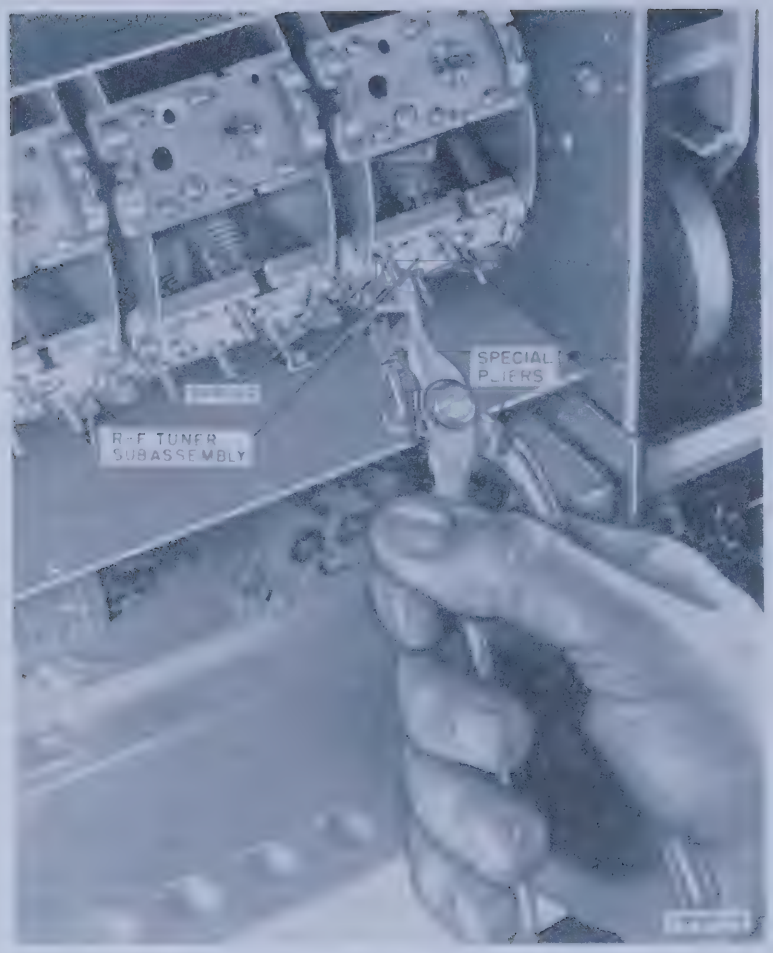

Figure 19. Method of using special pliers.
38. Special Tool Used with Radio Receivers (fig. 19)